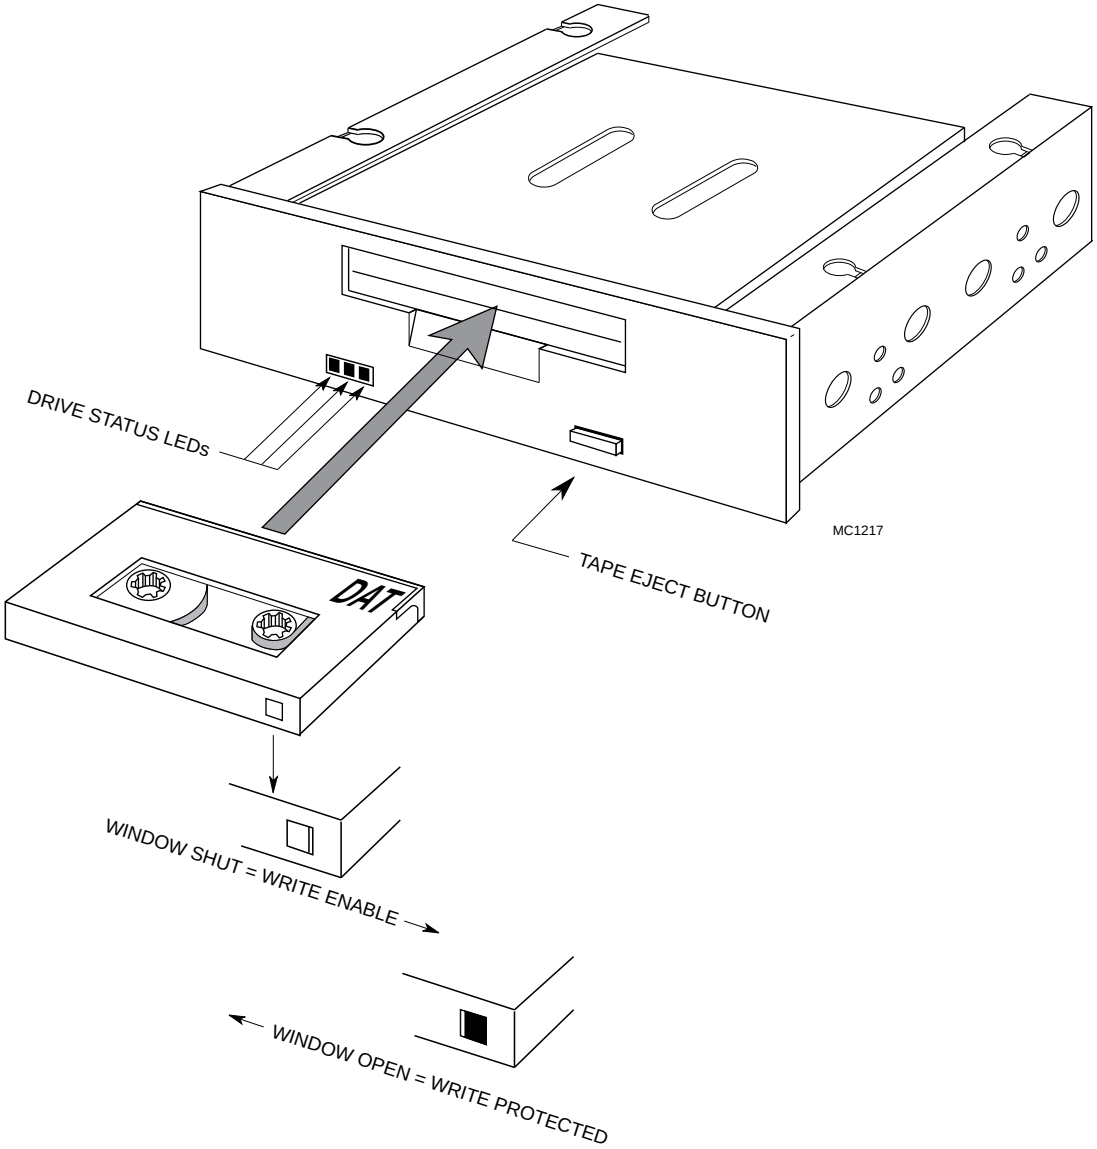

Figure 11. DAT AM-648 Tape Drive.
1. In order to save data to the tape, the window on the tape cartridge must be in the write enable position. Figure 11 shows the tape window in both "write enable" and "write protected" positions.
2. The 4mm tape inserts as shown in Figure 11. As you insert the tape through the tape door, the DAT drive takes over the load operation by mechanically pulling the tape cartridge into the load position, just like your home VCR.
5. To unload the tape cartridge from the AM-648 DAT drive, you press the tape eject button, which is shown in Figure 11. The drive will automatically eject the tape.